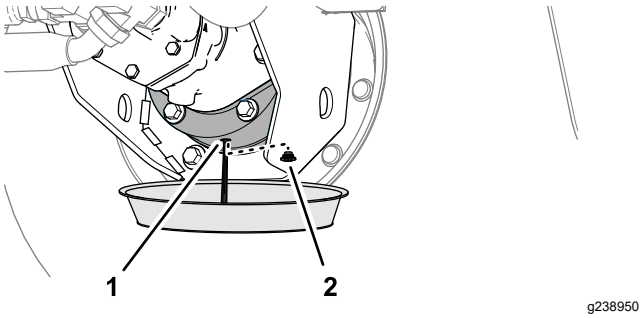

Bild 95
6. Stellen Sie eine Auffangwanne unter das Bremsgehäuse, entfernen Sie die Ablassschraube und lassen Sie das Öl vollständig ablaufen (Bild 95).